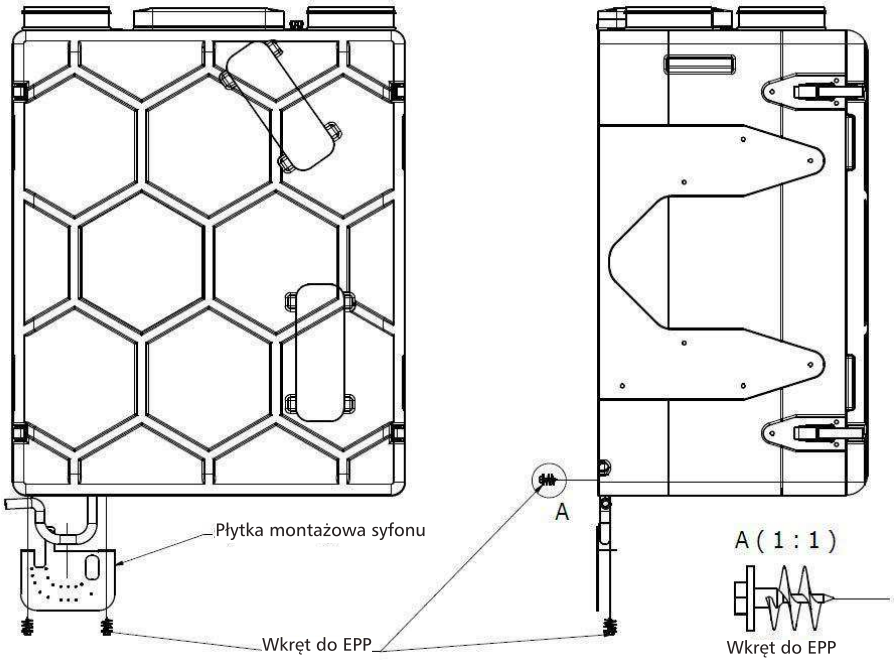

Rys. 11 - Montaż płytki syfonu
- za pomocą 3 wkrętów do EPP zamocuj płytkę montażową syfonu (Rys. 11).